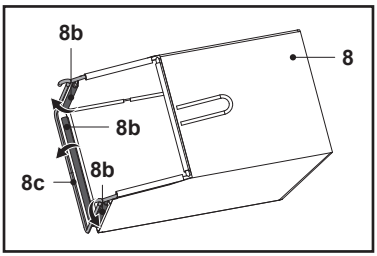

Fig. 5
1. Prinde cele trei cleme din cauciuc (8b) pe tija de susținere (8c) de pe colectorul de iarbă (8) (fig. 5).
2. Colectorul de iarbă (8) este gata de utilizare.